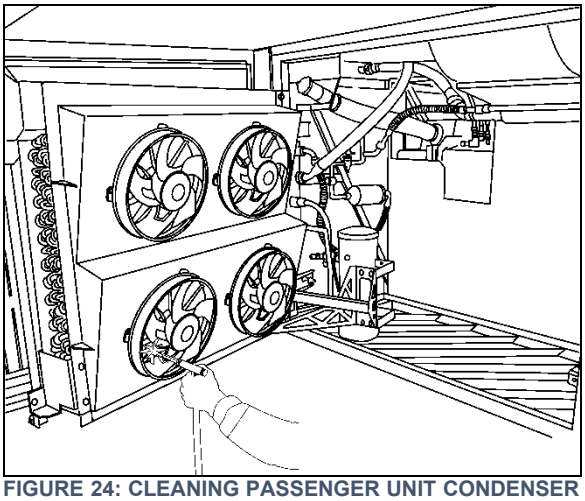

FIGURE 24: CLEANING PASSENGER UNIT CONDENSER COIL WITH LOW-PRESSURE AIR JET 22362
**Once a year**, clean the condenser with low-pressure air jet or a stream of low-pressure water, taking care not to damage fins (Figure 24).